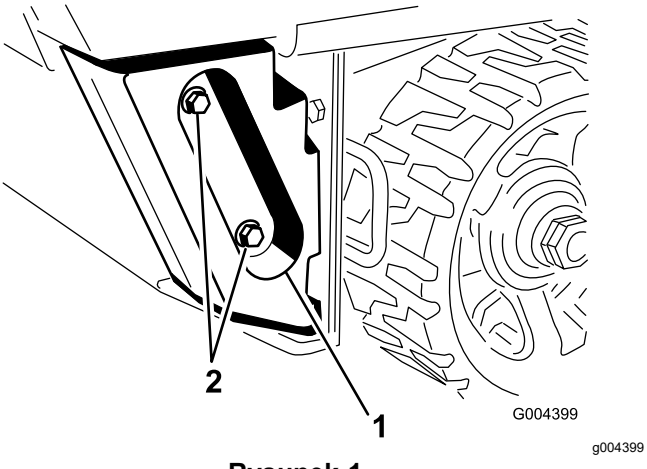

Rysunek 1
3. W przypadku montażu tego zestawu na zespole jezdnym serii TX 400 zdemontuj przeciwwagi i ich elementy mocujące z tyłu zespołu jezdnego i złóż je w bezpiecznym miejscu (Rysunek 1).